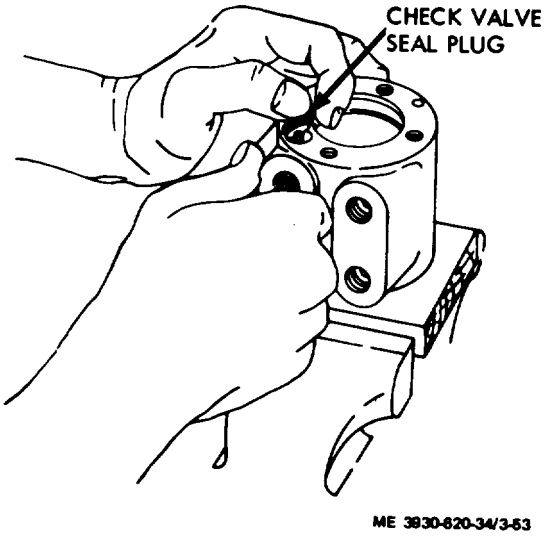
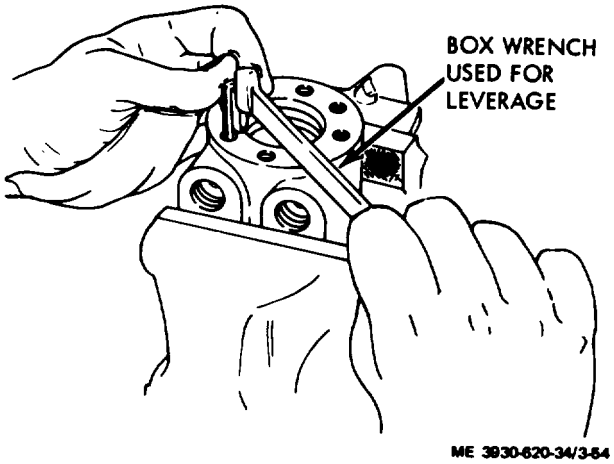
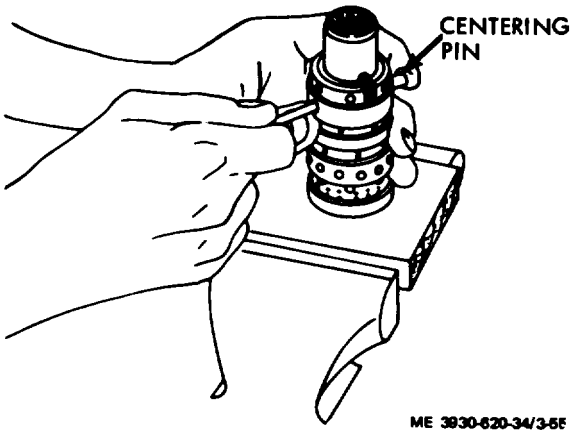
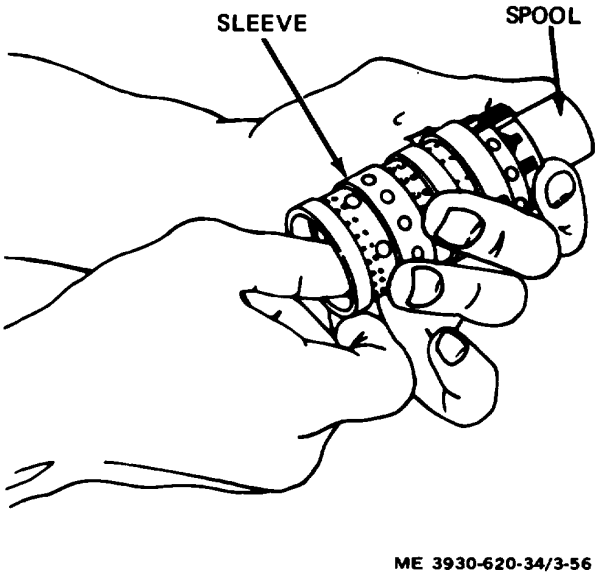

Figure 3-53. Check valve seal plug removal.
Figure 3-54. Check valve seat removal.
Figure 3-55. Spool assembly being loosened.
Figure 3-56. Spool being removed from sleeve.
(27) Using a small bent tool or wire, remove check valve seal plug from housing by pushing up. (fig. 3-53.)
(28) Secure housing in vise with control end facing upward.
(29) Unscrew check valve seat using a 3/ 16 inch hex wrench. (fig. 3-54.)
(30) Turn the housing over and tap lightly using palm of hand.
(31) With check valve hole facing lowest corner, remove check valve seat, ball, and spring.
(32) While holding spool assembly, use a straight pin or tool to push the centering pin and loosen from spool-sleeve assembly. (fig. 3-55.)
(33) Remove centering pin and store in immediate working area.
(34) Push inside lower edge of spool so that spool moves toward the splined end.
(35) Carefully pull spool from sleeve. (fig. 3-56 and 3-57.)